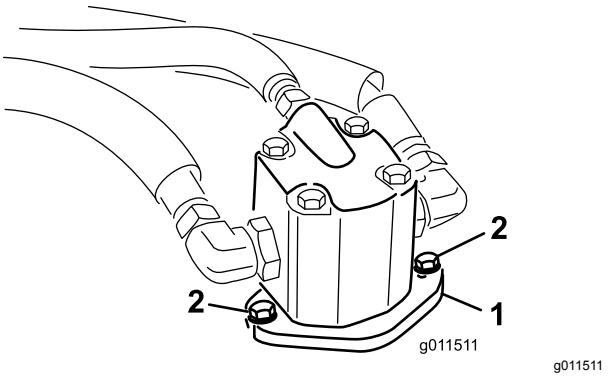

Figur 97
4. Ta bort de bultar som håller fast hydraulmotorn vid klippenheten (Figur 97). Lyft av motorn av klippenheten och lägg den ovanpå klippenheten.